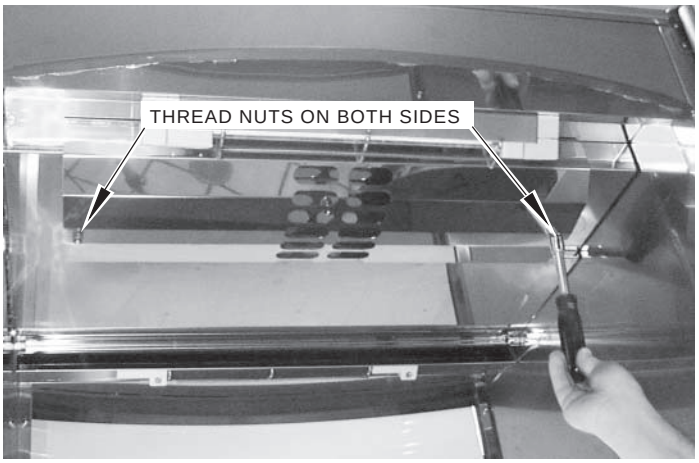

Fig. 74
15. Reinstall vent-grate: Tighten 7/16" nuts on each side of vent grate using a 7/16" nutdriver (Fig. 74).